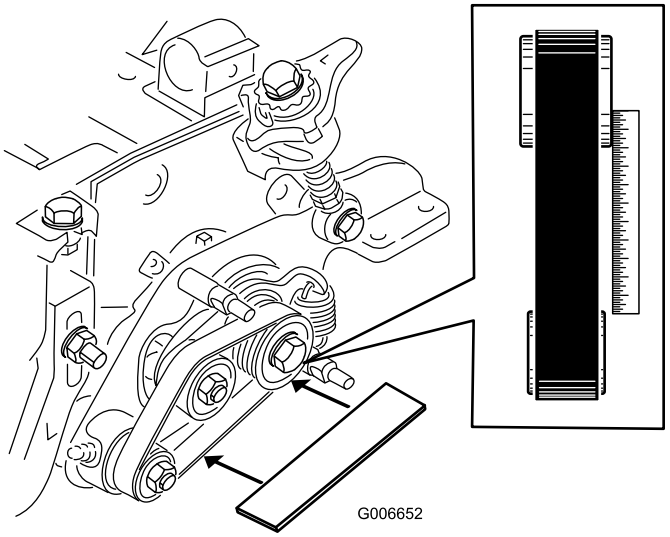

Figura 27
- Coloque una regla contra la cara exterior de la polea de **transmisión** (Figura 27).